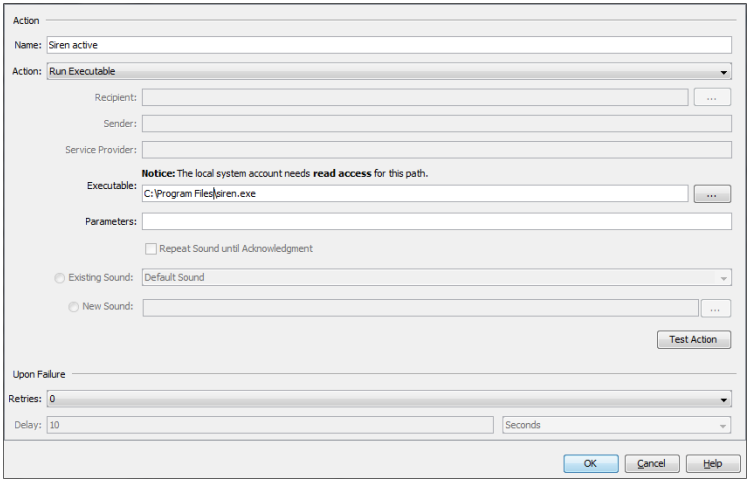

Figure 80: `Configuration > Preferences > Basics > Event Actions > Actions`, *Example for using the action “Execute program” for the user program “siren.exe”*
- Execute a program (see note in “Installation under Windows”). In the figure below (see figure 80), you will find the user program “siren.exe” as an example.